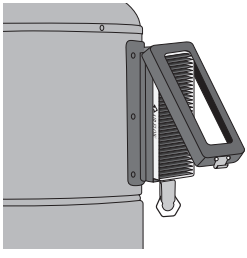

figure 12
1. Unlatch the opening on the carbon filter case and gently flip it upward ***(figure 12)***.